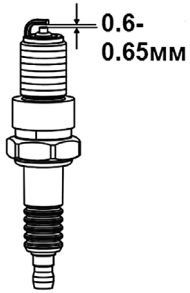

Рис.17 Свеча зажигания
4. Измерьте зазор между электродами свечи зажигания специальным щупом. Зазор должен быть 0,6-0,65 мм (Рис.17). При увеличении или уменьшении требуемого зазора рекомендуется заменить свечу, так как регулировка зазора может привести к изменению качества искрообразования.